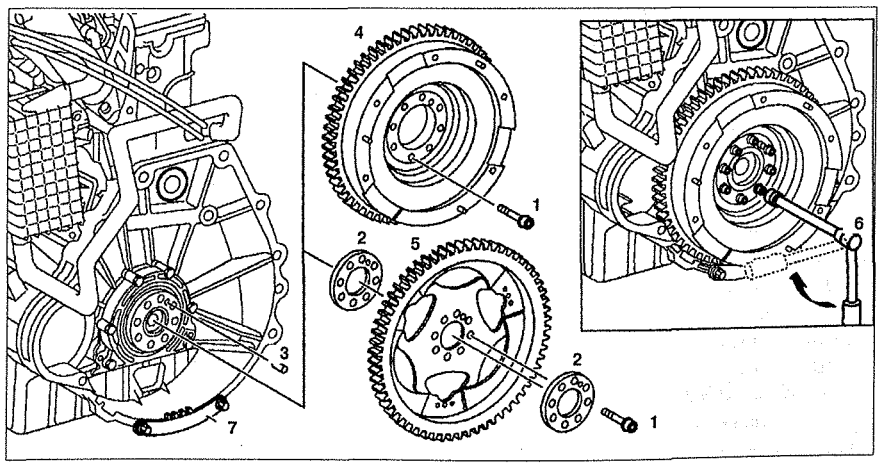

Рис. 4.30. Маховик:
3. Установите блокировочное устройство **7** на венец маховика (см.рис. 4.30).